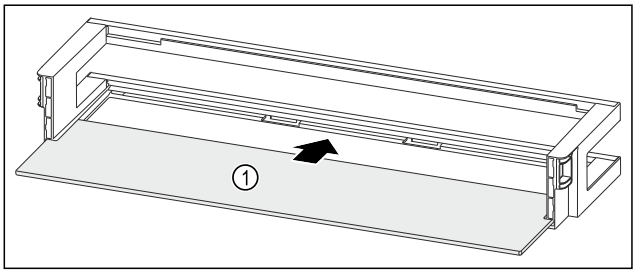

Fig. 139 Raft montat pe ușă cu raft
▶ Împingeți în interior raftul *Fig. 139 (1)* în degajările laterale.